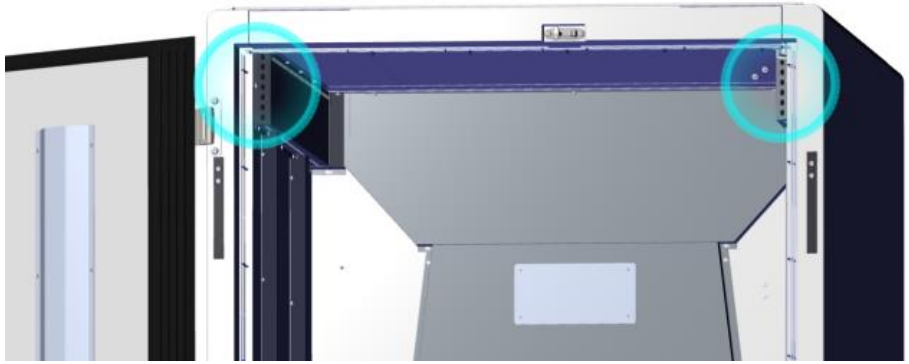

Figure 13 - Location of the air ducts inside the container.
- Check for airflow coming out of the air ducts located on the upper left and right sides, inside the container (Figure 13).